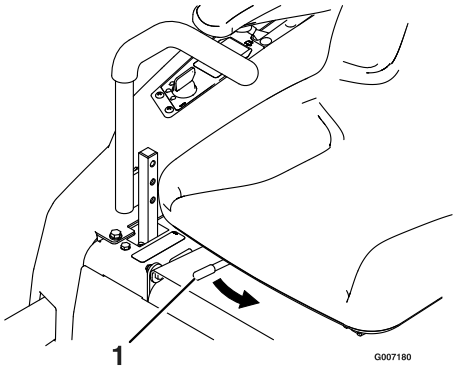

Figuur 17
1. Duw de instelhendel naar het midden van de machine om de stoelrail vrij te zetten (Figuur 17).